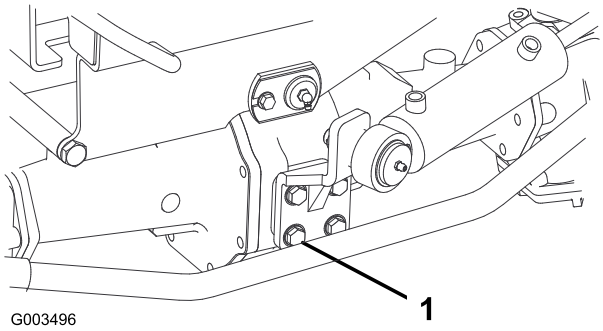

Figur 54
2. Kontroller tilspændingsmomentet for styretøjscylinderens monteringsbolte (Figur 54). Momentet bør være 65 til 81 Nm.